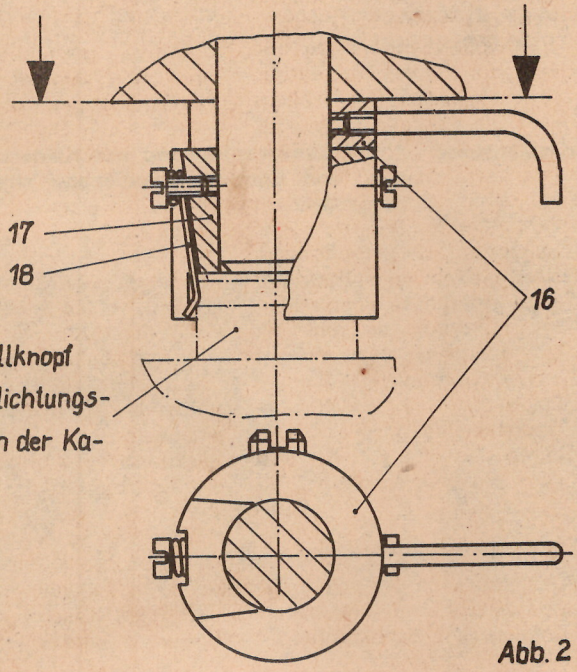

Abb. 2
Das Verstellen der Blende (3) und der Entfernung (4) erfolgt über ein Geradzahnstirnradgetriebe. Die geschlitzten Stirnräder werden mittels Rändelschrauben (10) auf das Objektiv geklemmt. Das Abdichten sämtlicher durch das Gehäuse geführten Wellen erfolgt durch Rundringe (11) in Wellennuten. Stellringe (13) verhindern das Verschieben der Wellen. Der Auslöser wird über einen Hebel (12) betätigt, der auf der Welle mittels Rändelschraube (14) geklemmt ist. Die Zugfeder (15) bringt den Auslösehebel in die Ausgangsstellung zurück. Die Verstelleinrichtung der Belichtungszeit ist in Abb. 2 zu erkennen. Beim Einsetzen der Rückwand mit Kamera in den Gehäusering wird das Distanzstück (16) von der Welle abgezogen und die Welle mit Klemmbuchse (17) ein Stück aus dem Gehäuse gezogen. Nach dem Anschrauben der Rückwand wird die Klemm-